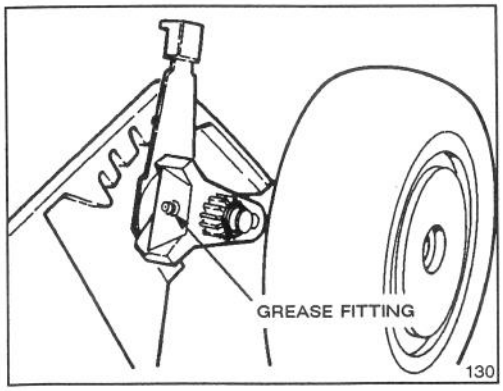

Figure 15
2. GREASE FRONT AXLE PIVOTS (Fig. 15)—Adjust height-of-cut to 3-inch setting. Wipe grease fitting with clean rag. Install grease gun onto fitting and gently apply 2 or 3 pumps of #2 Multi-Purpose Lithium Base Grease. Excessive pressure may damage seals.